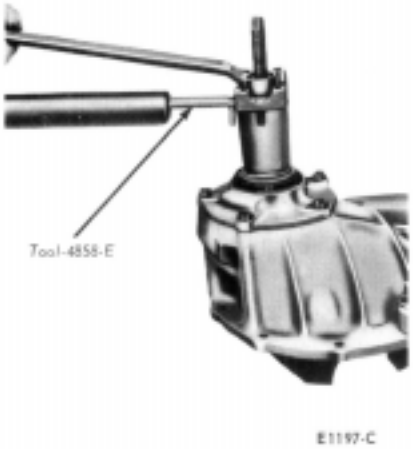

FIG. 27—Installing U-Joint Flange
7. Install the U-joint flange (Fig. 27).